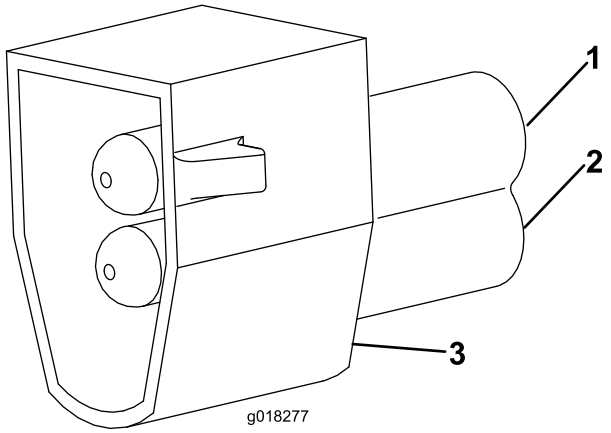

Figure 9
3. Push the PM2 connector onto the terminals of the number plate cable (Figure 9).